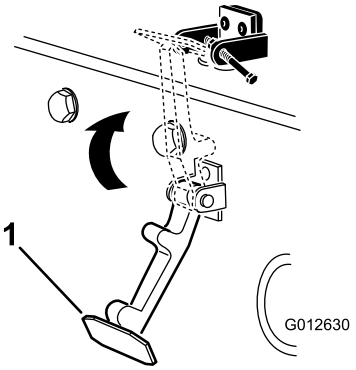

Figuur 7
6. Haak de sluiting op de vergrendelbeugel van de motorkap (Figuur 7).